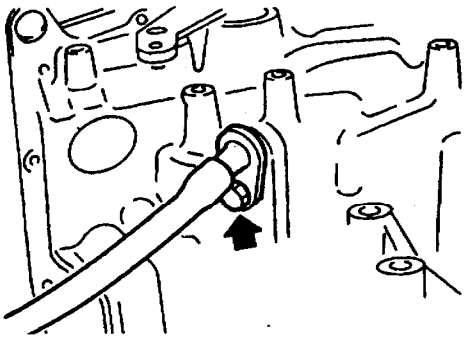

图 9－7－79　安装节气门拉线
(9) 如图 9－7－80 所示，将节气门拉线接到节气门杆上。
(10) 按下述步骤安装控制阀总成。